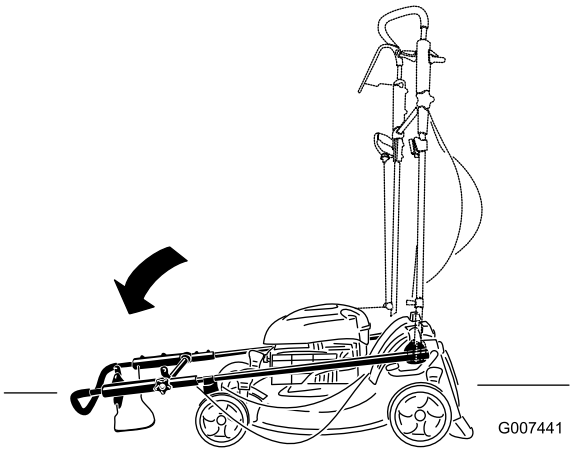

Figuur 49
2. Klap de handgreep helemaal naar voren en draai de knop van de bovenste handgreep los (Figuur 49).